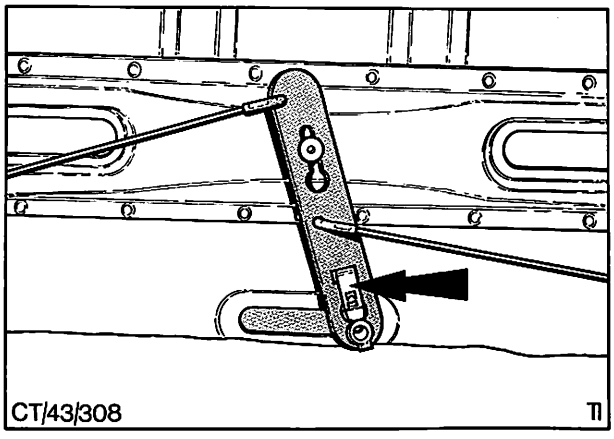

Abb. 62 Bolzensicherung (Pfeil) nach unten entfernen, um Bedienungsknopf zu lösen
6. Federmutter vom Entriegelungsknopf nach unten wegdrücken, Knopf vom Hebel lösen und durch den Schlitz im Bodenblech nach hinten entfernen, Abb. 62.